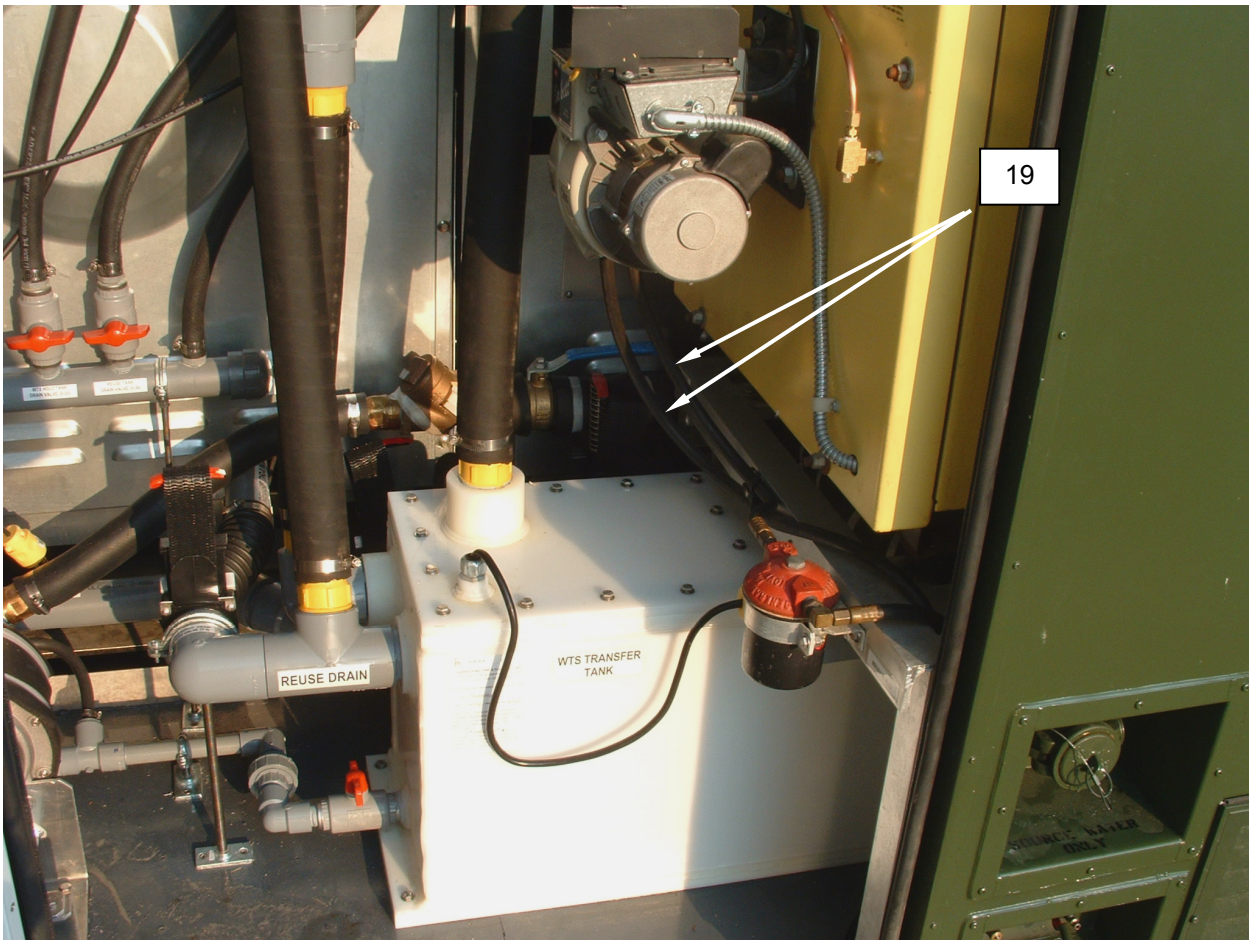

Figure 11. Replace the Fuel Hoses.
2. Tag and disconnect hoses **(Figure 11, Item 19)** from fuel pump and fuel fittings.
3. Install replacement hose set **(Figure 11, Item 19)** as tagged, and tighten fittings.